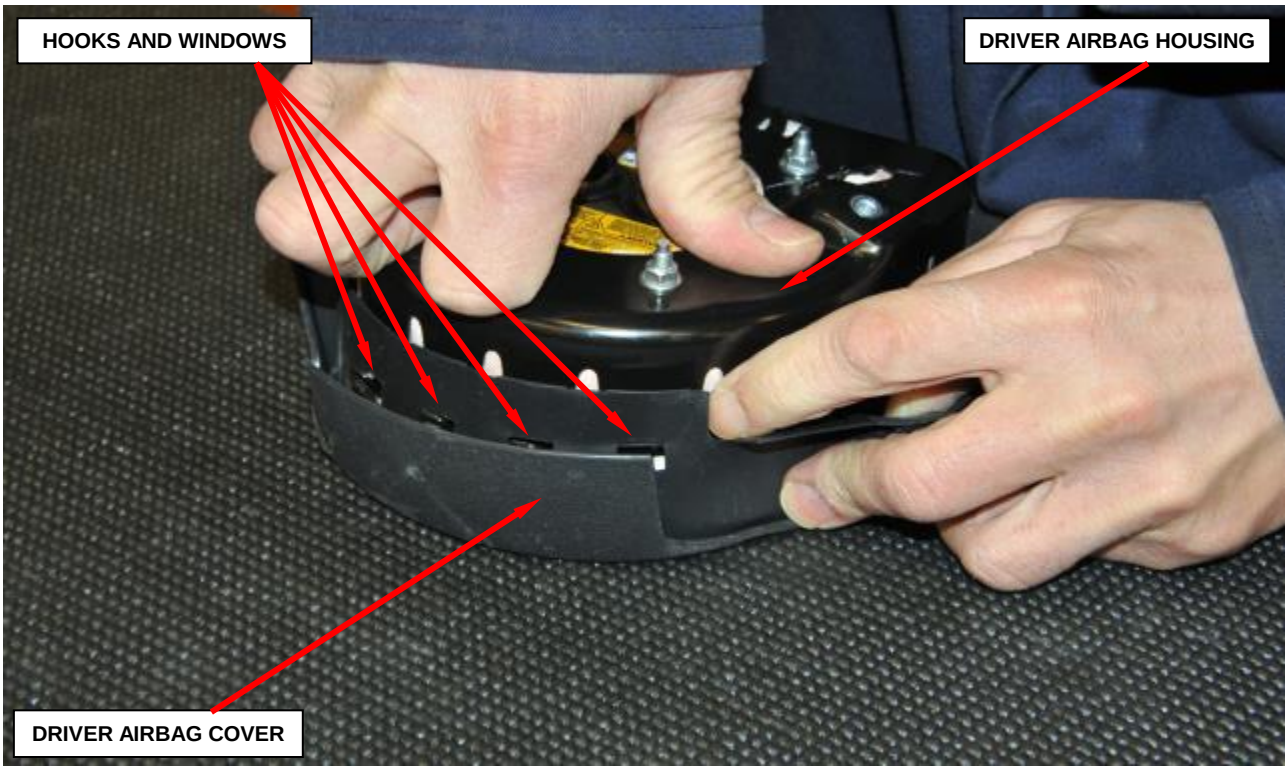

Figure 67 – Driver Airbag Cover
12. Remove the driver airbag cover starting with the left side by pressing down on the driver airbag housing until the hooks unsnap from the windows (Figure 67).